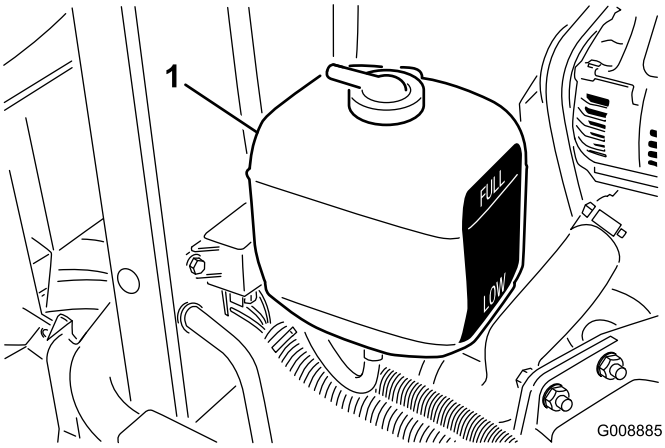

Figura 39
1. Compruebe el nivel de refrigerante del depósito de expansión (Figura 39).